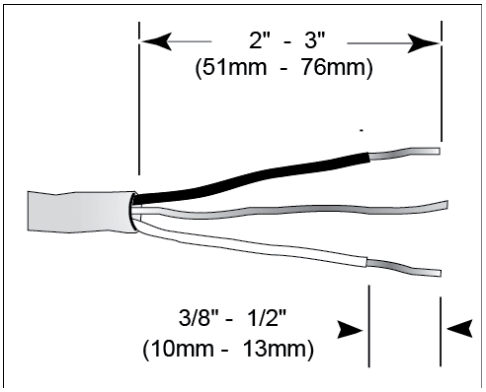
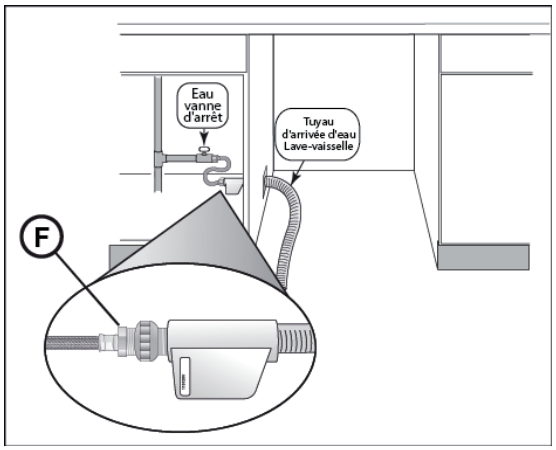

Figure 7
Figure 8
2. Enlever 2 à 3 po (51 à 76 mm) de la gaine extérieure du câble d'alimentation résidentiel ou in-situ comme indiqué sur la **Figure 8**. Enlever 3/8 à 1/2 po (10 à -13 mm) de l'isolant de chaque fil comme indiqué sur la **Figure 7**.
3. Introduire le fil de cuivre dénudé ou vert (mise à la terre) sur le conducteur de terre « G » ⏚ du bloc de bornes et visser solidement la vis du bornier (voir **Figure 7**).
1. Brancher le raccord d'adaptateur (F) d'alimentation d'eau, qui se trouve dans le sachet contenant les pièces, sur le tuyau d'alimentation du lave-vaisselle. Ce raccord ne nécessite pas l'emploi d'un ruban d'étanchéité en Téflon.
***REMARQUE** : l'extrémité du tuyau d'alimentation du lave-vaisselle est lourde et doit être supportée. Il convient de déposer l'extrémité du tuyau sur le plancher de l'armoire comme indiqué sur la **Figure 8**.*